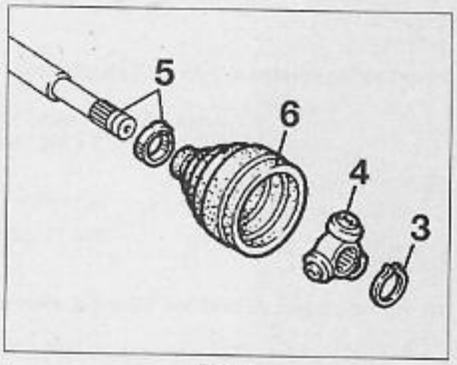

FIG. 7
- Déposer le circlips (3) **(Fig.7)**.
- Repérer la position du tripode (4) par rapport à l'arbre de transmission (5).
- Déposer le tripode (4).
- Déposer le collier (5) et le soufflet (6).